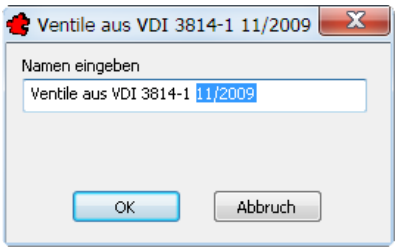

Bild 32.18 – Bearbeiten einer Referenzseite
- Markieren Sie die gewünschte Seite und klicken Sie auf *Bearbeiten*. Hierauf erscheint das Dialogfeld <*Seitenname*>, in dem Sie den Namen ändern können (Abb. 32.18).